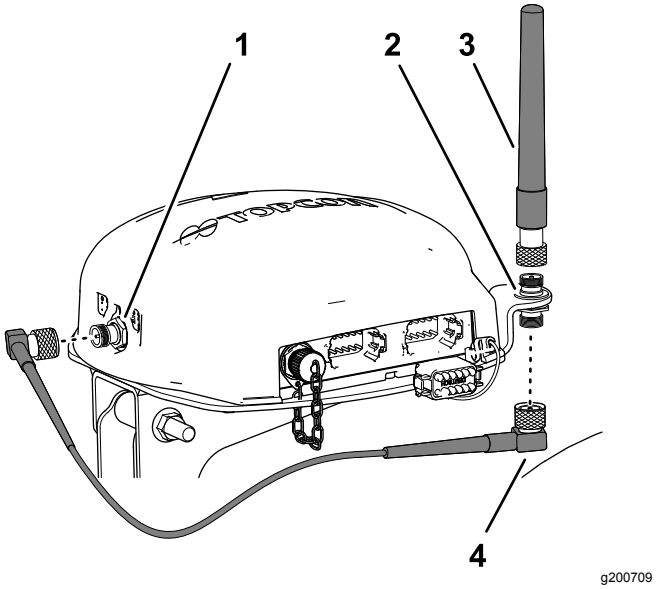

Figur 158
3. Monter RTK-antennen på den øvre koblingen til koaksialkoblingen, og stram til den riflede antennemutteren for hånd (Figur 158).
4. Monter antennekabelen løst til den nedre koblingen på koaksialkoblingen (Figur 158).
5. Før kabelen rundt bak på navigasjonsmottakeren til koaksialkontakten for CDMA- eller GSM-mobilmodemet (Figur 158).
6. Monter antennekabelen til koaksialkontakten for CDMA- eller GSM-mobilmodemet (Figur 158).